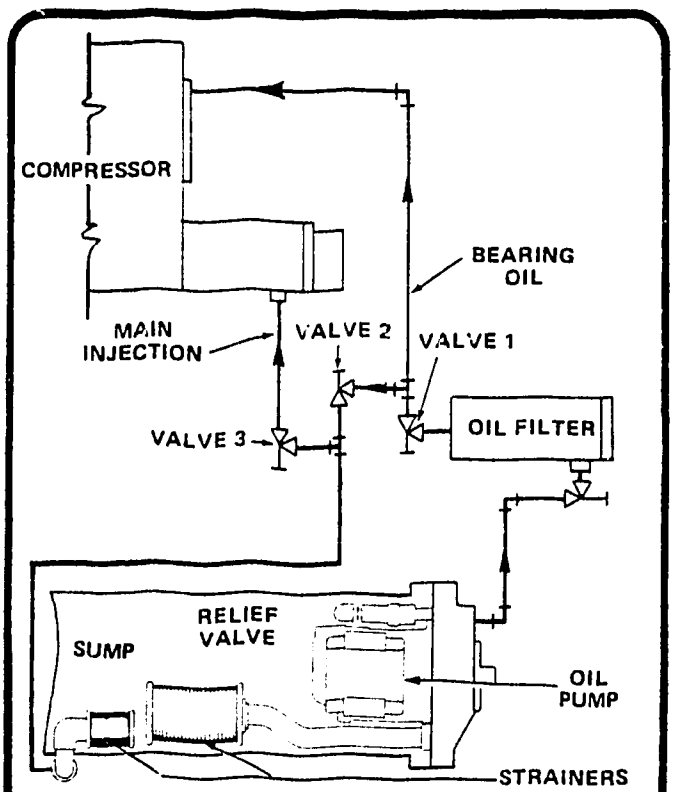

FIG. 11 - PARTIALLY PUMPED WITH HERMETIC OIL PUMP
There are two basic types of oil system piping arrangements used on packaged chillers that serve the compressor's lubrication and hydraulic purposes; a partially pumped system and a fully pumped system. Typical lubrication systems are shown in Fig. 11 thru 13.
- **Partially Pumped Oil System** - In a partially pumped lubrication system, strained oil is pumped through an oil filter to a three valve manifold. Valve 'one' and valve 'three' as shown in Fig. 11 are strictly service valves and remain fully open. Valve #2 is used to adjust the required net oil pressure.